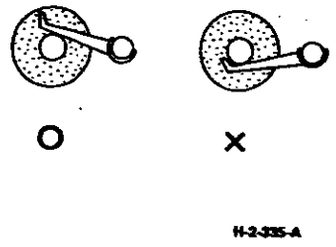

**Рисунок 3. Положение затвора регистрации**
2. (Рисунок 3) Проверьте правильность расположения пальцев затвора регистрации на ролике регистрации.